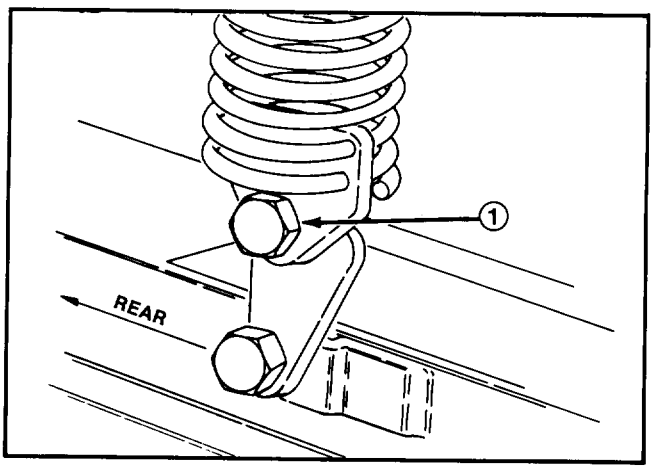

Figure 12
3. Position the knee link mount hole to the rear and toward the outside of the cutter deck. Then, attach the knee link to the lower spring end with a shoulder bolt, flatwasher and locknut (Fig. 12, 13).
4. Insert a shoulder bolt through the knee link and install a flatwasher. Install the assembly into the deck bracket hole and secue to the deck with a locknut (Fig. 12, 13).